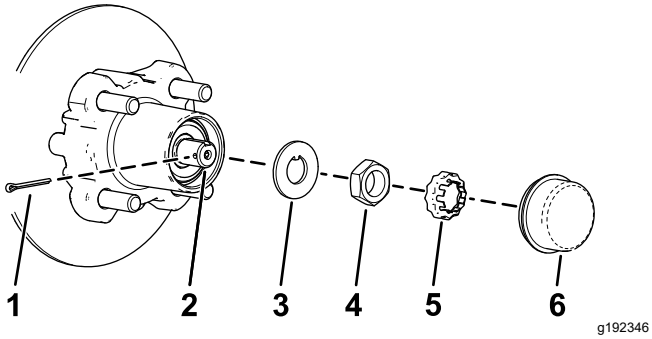
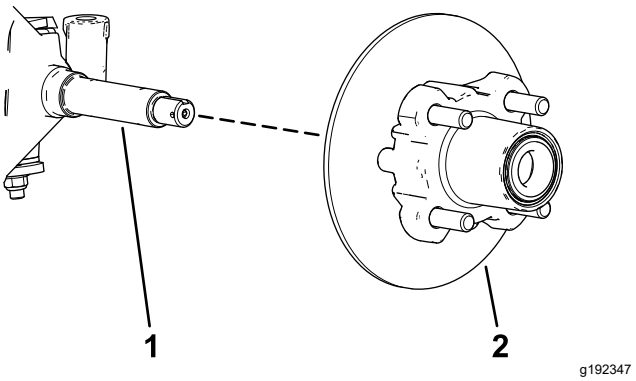

Figura 31
Figura 32
4. Retire o tampão antipoeira do cubo (Figura 31).
5. Retire o contrapino e o retentor da porca do eixo e porca do eixo (Figura 31).
6. Retire a porca do eixo do eixo e afaste o conjunto do cubo e o rotor do eixo (Figura 31 e Figura 32).